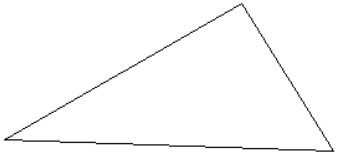

Рис. 2.4. Построение замкнутой ломаной линии из отрезков
Здесь, помимо опции **оТменить** (Undo), появилась опция **Замкнуть** (Close). Если имеется выбор из нескольких опций, то они разделяются внутри квадратных скобок символом "/". После ввода на клавиатуре **З** (C), в верхнем или нижнем регистре, и нажатия клавиши <Enter> AutoCAD нарисует еще один отрезок, идущий из конца предыдущего отрезка в начало первого (рис. 2.4).